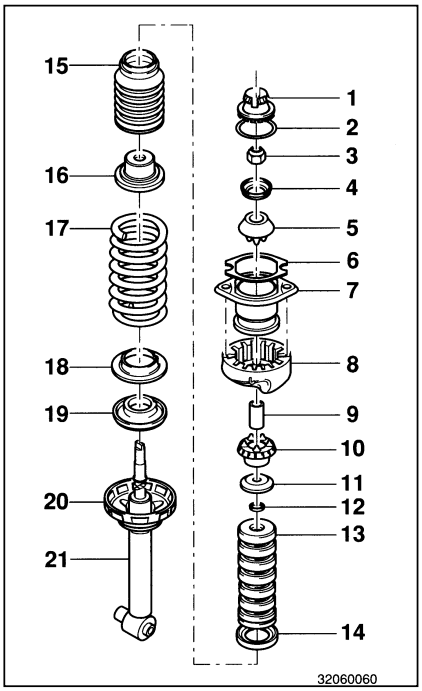

Figure 6 **Rear suspension strut (front-wheel drive)**
- Unscrew the strut (Figure 6/1) from the axle body.
- Unscrew the self-locking hexagon nut (Figure 6/3) of the piston rod and remove the components.